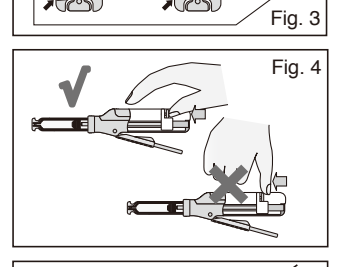

Fig. 4
3. Nadat de cartridge is geladen, drukt u de zuigerontgrendeling naar voren totdat deze niet verder kan (fig. 4).